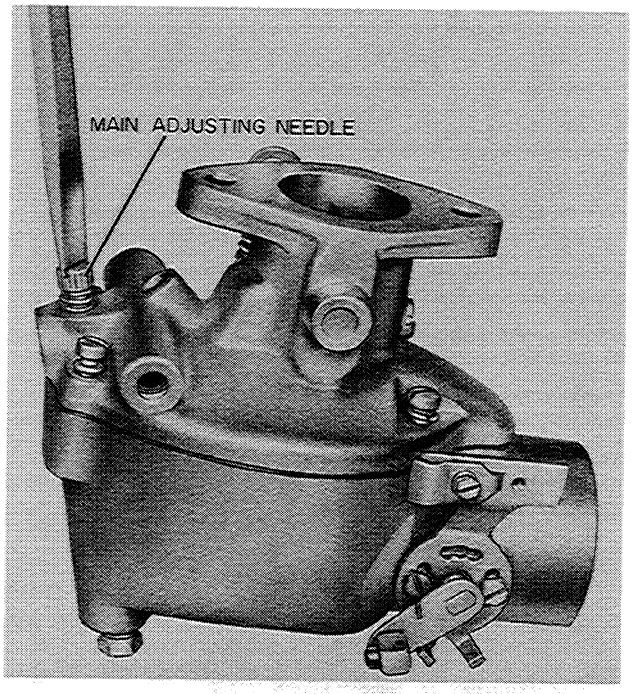

Figure N-48
15. Install the four bowl screws, but do not tighten until the main adjustment needle has been installed, Figure N-48.